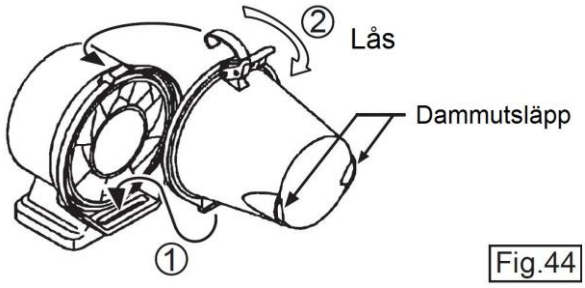

Fig.44
3. Montera tillbaka koppen och spänn fast den ordentligt. (Fig. 44)